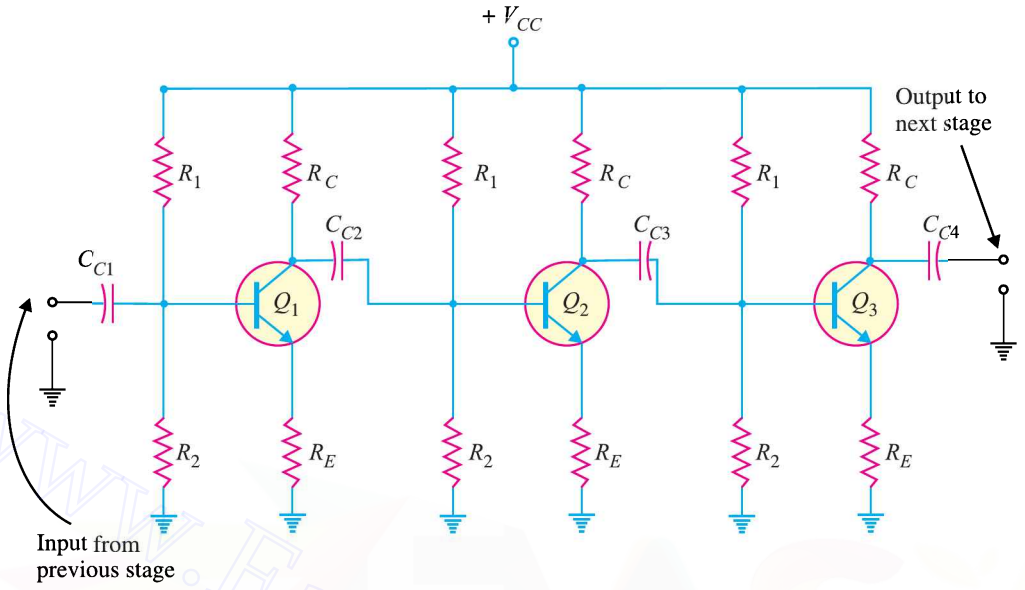

Fig. 11.2
1. As coupling capacitors. In most applications, you will not see a single transistor amplifier. Rather we use a multistage amplifier *i.e.* a number of transistor amplifiers are connected in series or cascaded. The capacitors are commonly used to connect one amplifier stage to another. When a capacitor is used for this purpose, it is called a *coupling capacitor.* Fig. 11.2 shows the coupling capacitors (C_{C1}; C_{C2} ; C_{C3} and C_{C4}) in a multistage amplifier. A coupling capacitor performs the following two functions :